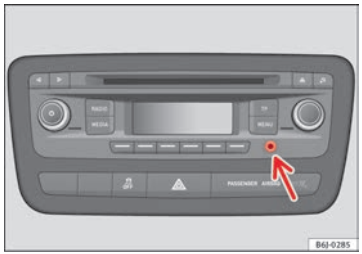

Fig. 88 Conexión AUX en consola central (en función del equipamiento)
– Introduzca la clavija hasta el fondo (ver manual de la radio) ⇒fig. 88. ■